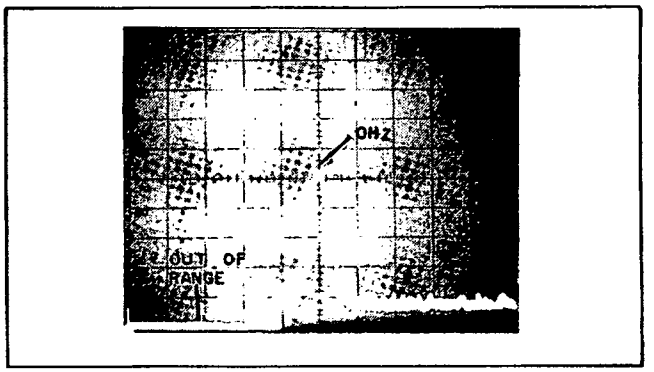

**Figure 4-14. Frequency Out of Range.**
**4-102. Out of Range Detector.** As illustrated in Example 3, certain combinations of FREQUENCY and FREQ SPAN settings cause the voltage at the output of the Dial Mixing Amplifier to go below the 0 V (0 Hz) lower limit or above the +9 V (50 kHz) upper limit. When either limit is exceeded, the VTO frequency is driven out of range. This could cause erroneous responses to appear on the display. The Frequency Out-of-Range Detector senses when the Dial Mixing Amplifier output is more negative than 0 V or more positive than +9 V and, in turn, generates an (L)Data flag which is applied to the Digital Storage section. In the Digital Storage section, the (L) Data flag clears the memory locations where the frequency is out of range. As a result, a clean baseline appears on the display (Figure 4-14).